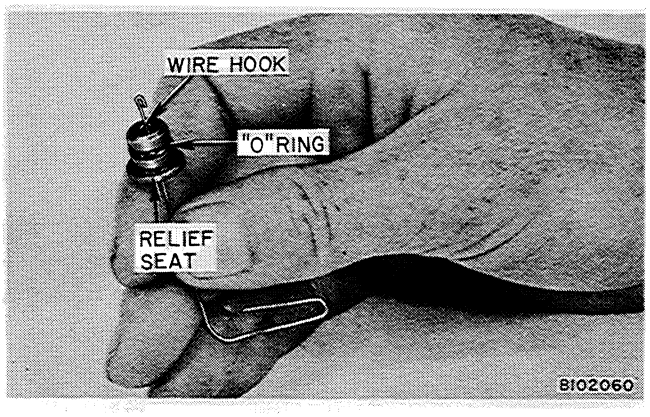

Figure 3D-50 - Valve Seat Removed
2. The valve seat can be removed with a wire hook. It is held in place by the fit of the "O"ring in the bore. Fig. 3D-46.